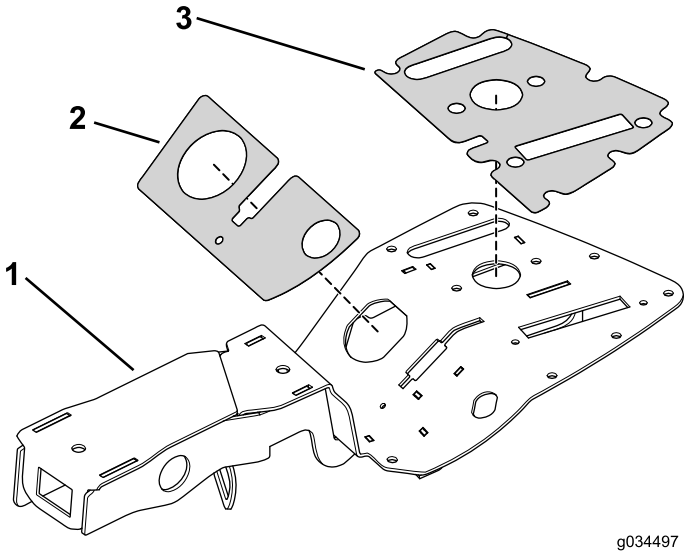

Figure 15
1. Install the upper and lower decal to the console assembly (Figure 15).